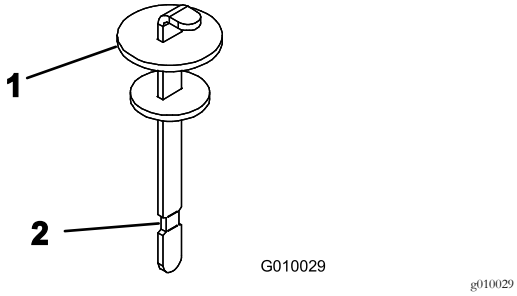

Figur 19
4. Ta ut oljestickan ur påfyllningsröret och torka av den med en ren trasa. För in oljestickan i påfyllningsröret; ta ut den igen och kontrollera oljenivån. Oljenivån ska nå upp till markeringen på oljestickan (Figur 19).